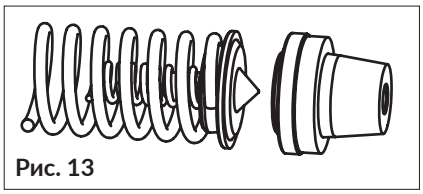

Рис. 13
- извлечь большую пружину и блок регулирующий клапан/маленькая пружина (рис. 13);